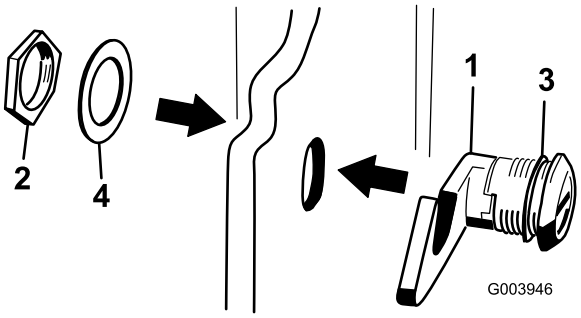

Figur 17
3. Demontera muttern från motorhuvsspärren (Figur 17).